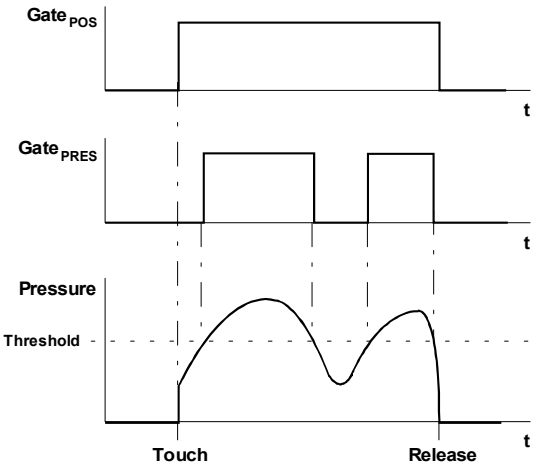

Fig. 2: Connection between the Gate signals and the finger pressure ($Gate_{POS}$ is shown for Hold = Off)
④ Thres
Control ④ is used to set the **Trigger Threshold** above which a Gate signal is generated (see fig. 2). Whenever the pressure control voltage exceeds the threshold the Gate output ❹ turns to high.
⑤ LED